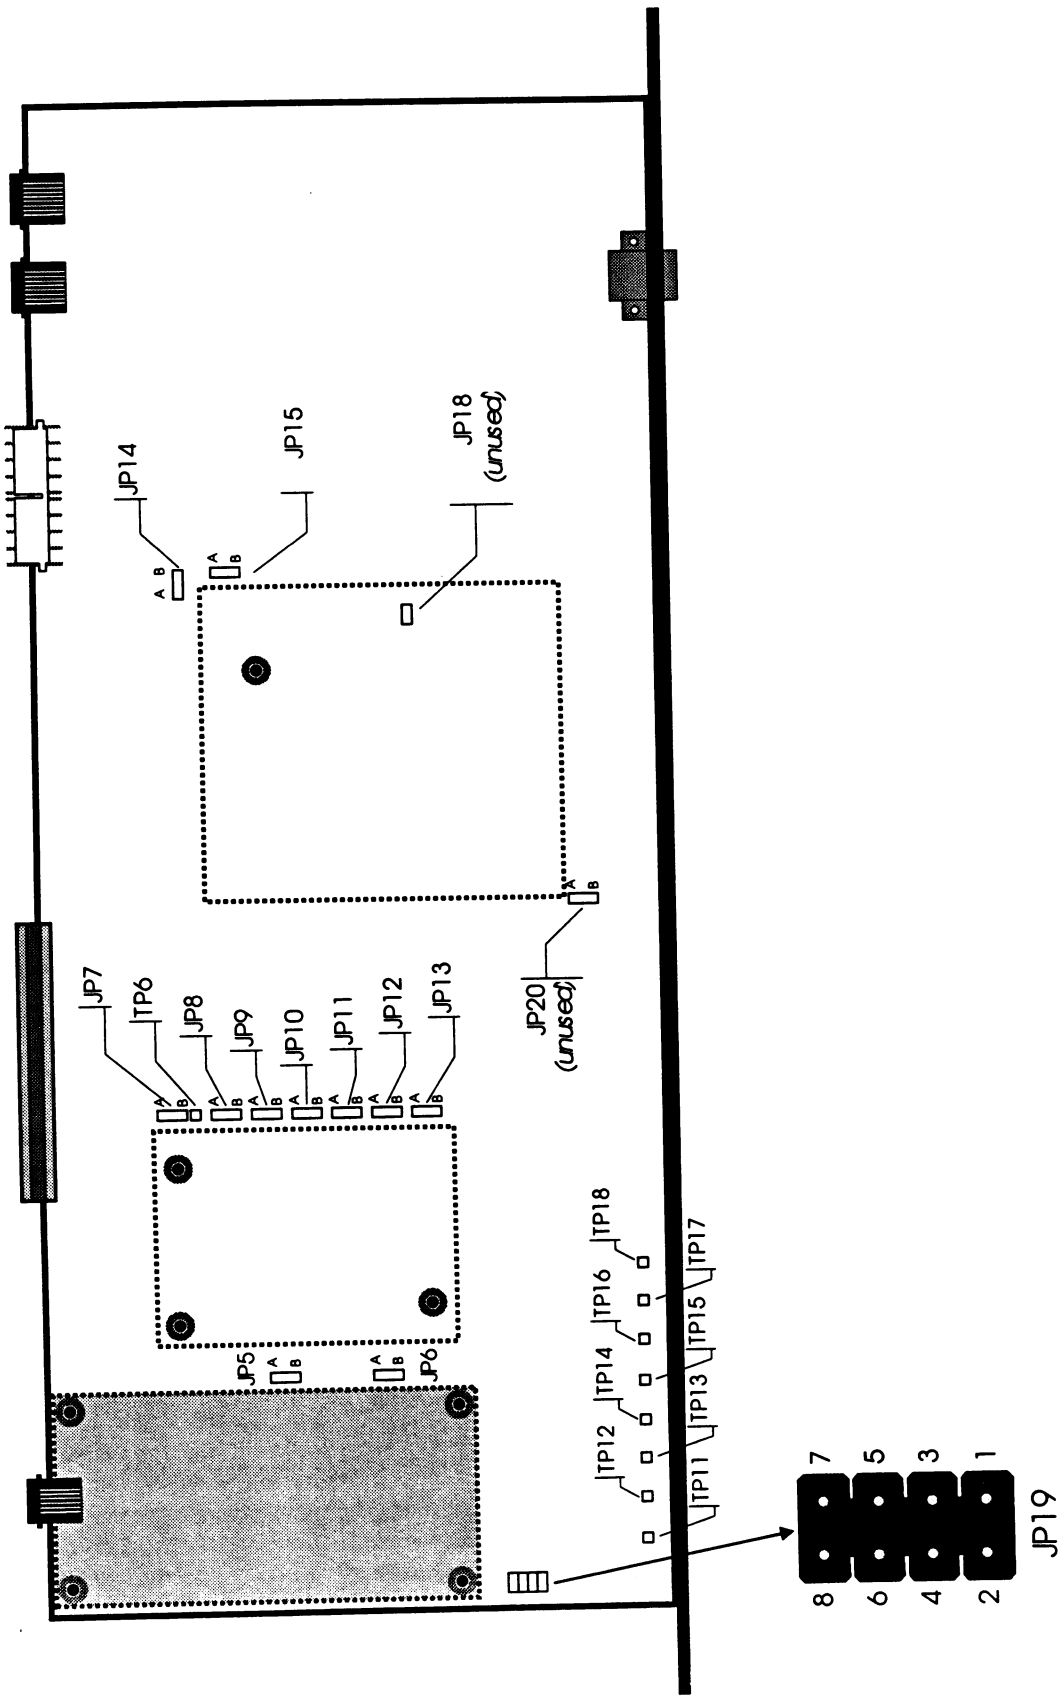

Figure 4-2. Main Board Jumpers and Test Points
- ❑ 2. Set the repeater configuration jumpers, using Table 4-2 as a guide. Figure 4-2 illustrates the location of each jumper on the main board.